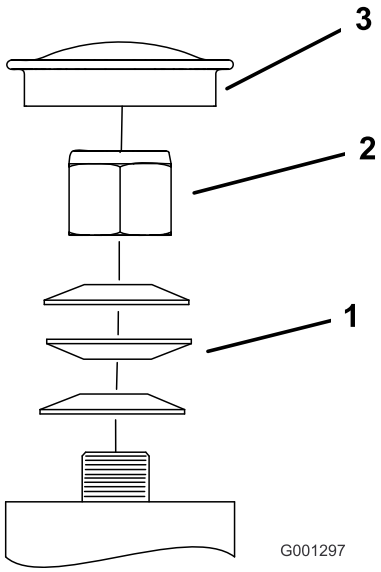

**Figure 66**
3. Retirez le capuchon antipoussière de la roue pivotante et serrez le contre-écrou (Figure 66).
4. Continuez de le serrer jusqu'à ce que les rondelles élastiques soient aplaties, puis desserrez-le de 1/4 de tour pour obtenir la précharge correcte des roulements (Figure 66).
**Important: Veillez à placer les rondelles élastiques comme illustré à la Figure 66.**
5. Remettez le capuchon antipoussière en place (Figure 66).